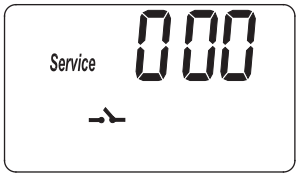
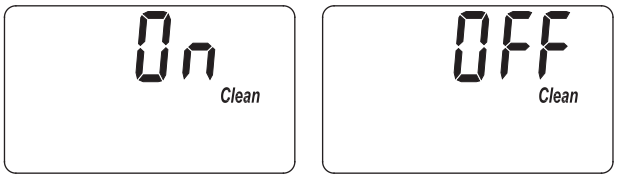
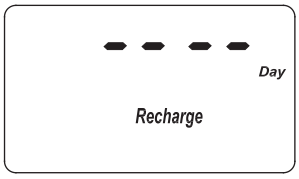
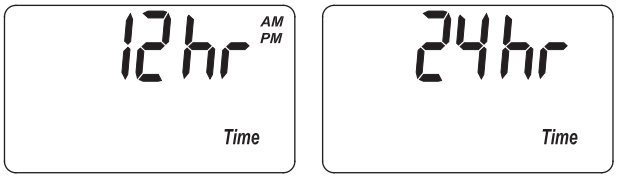

FIG. 27
FIG. 28
FIG. 30
FIG. 31
1. Appuyez sur le bouton PROGRAM (programmer) et maintenez-le enfoncé jusqu'à ce que l'écran de la figure 27 s'affiche. Une fois l'écran affiché, appuyez deux fois sur le bouton PROGRAM (programmer) et l'un des deux écrans de la figure 28 s'affichera.
1. Appuyez sur le bouton PROGRAM (programmer) et maintenez-le jusqu'à ce que l'écran de la figure 27 s'affiche. Une fois l'écran affiché, appuyez trois fois sur le bouton PROGRAM (programmer) et l'écran de la figure 29 s'affichera.
1. Appuyez sur le bouton PROGRAM (programmer) et maintenez-le enfoncé jusqu'à ce que l'écran de la figure 27 s'affiche. Une fois l'écran affiché, appuyez quatre fois sur le bouton PROGRAM (programmer) et l'écran de la figure 30 s'affichera.
1. Appuyez sur le bouton PROGRAM (programmer) et maintenez-le enfoncé jusqu'à ce que l'écran de la figure 27 s'affiche. Une fois l'écran affiché, appuyez cinq fois sur le bouton PROGRAM (programmer) et l'un des deux écrans de la figure 31 s'affichera.